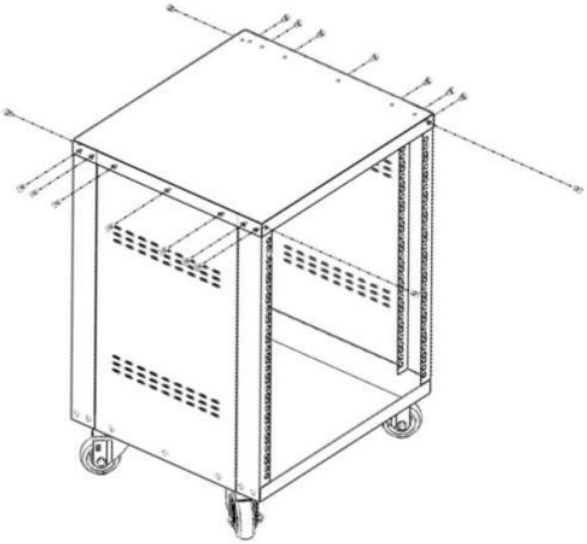

Figura 4
4. Colocar la parte superior panel (①) en la parte superior del estante, alinee la parte superior panel con
soporte de esquina (③) y lateral panel (④) , seguro con 18 piezas M 5 ensamblaje tornillos de fijación (⑦) con destornillador eléctrico . Ver figura 4 .